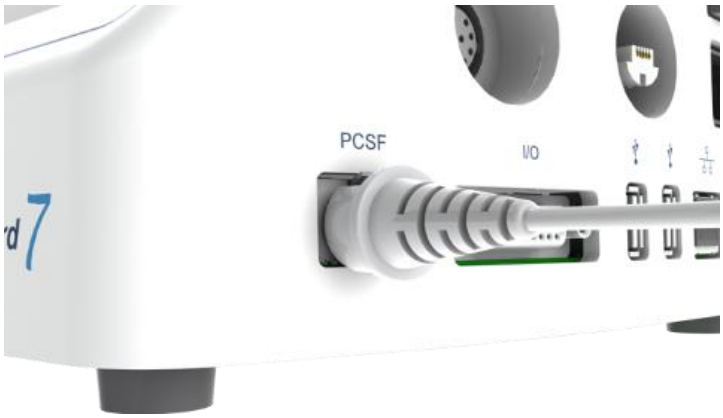

Figura 16: Conexión del juego de tubos a ***LiquoGuard®7***.
1. Conecte a ***LiquoGuard®7*** el cable del sensor del juego de tubos acondicionado (véase *Figura 16*).